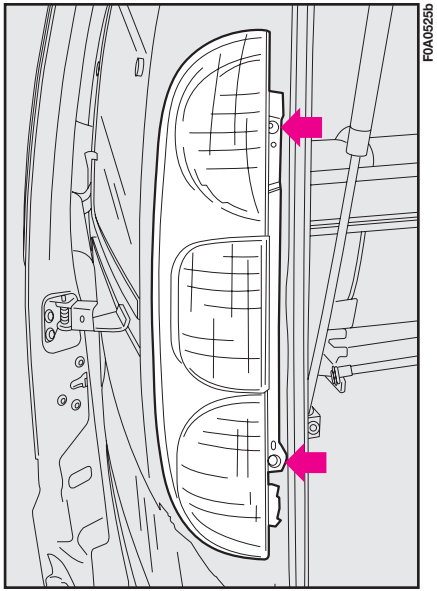

fig. 29
4) Après avoir enlevé le boulon de fixation, dévisser les vis de fixation du groupe, placées à l'extérieur, comme indiqué par la **fig. 29**.